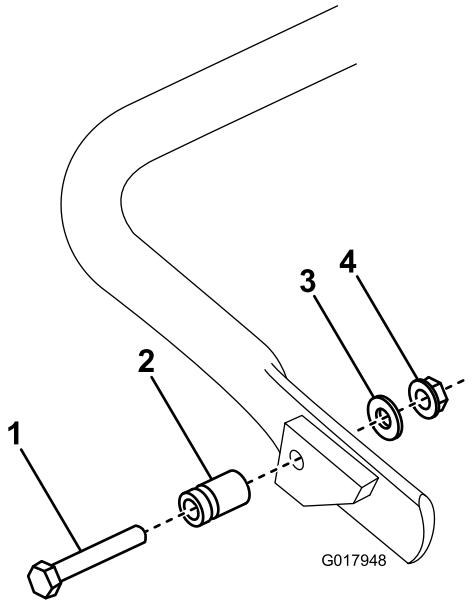

**Rysunek 5**
1. **Tylko w przypadku modelu 04056**, połącz sworzeń sprężynowy z podpórką po prawej stronie (Rysunek 5) za pomocą dostarczonej śruby, podkładki i nakrętki kołnierzowej.